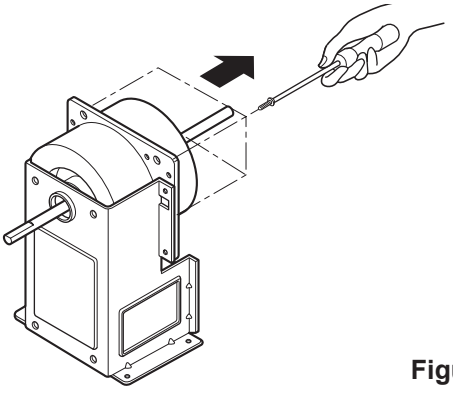

Figure 11
4. Remove the 4 screws that fasten the motor from the air guide. (See Figure 11)
6. Re-install the components by referring to the removal procedure, above.(See Figure 11)